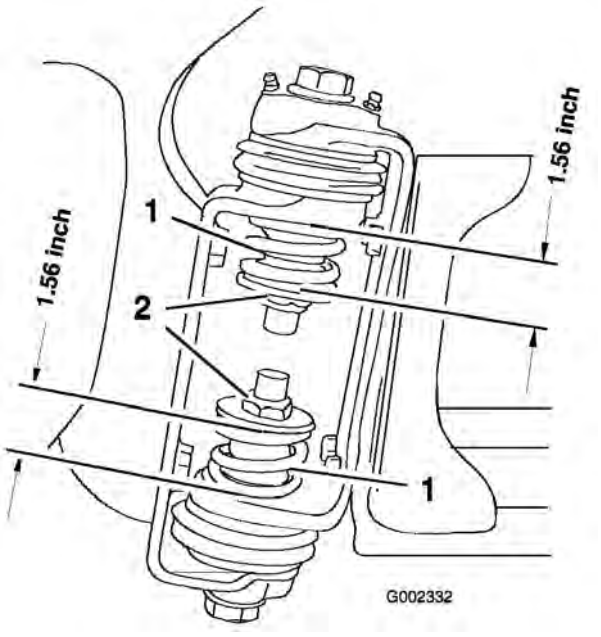

Figur 3
3. Mät trycket hos de övre och nedre fjädrarna på sprutrampsgångjärnen med sprutramperna i utfällt läge (Figur 3).